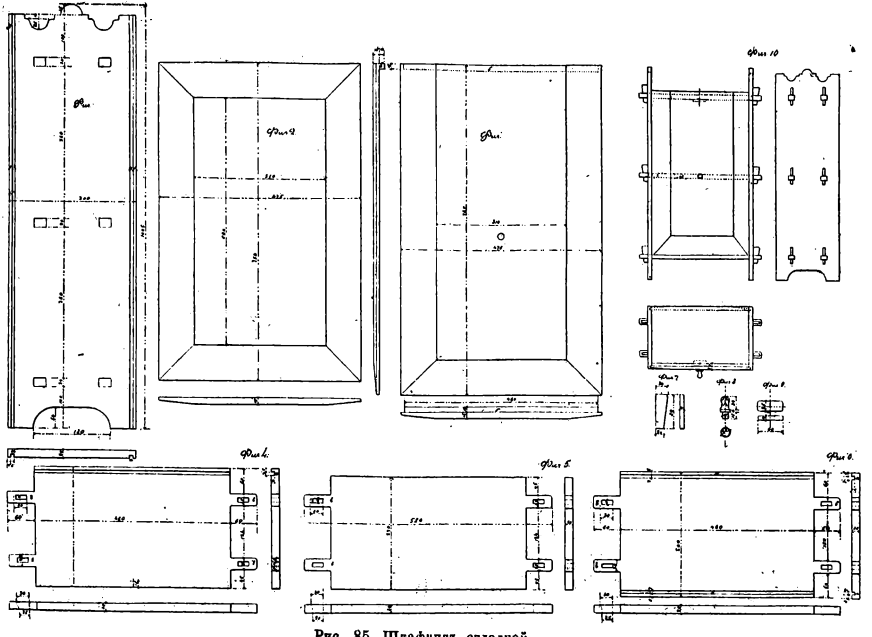

Рис. 85. Шкафчикъ складной.
1) Отъ доски въ 25 мм. толщиною отпилить 2 куска длиною по 1010 мм., обстрогать ихъ до 20 мм. толщины и 300 мм. ширины. Намѣтить фиг. 1 (рис. 85); выпилить поворотной пилой верхніе и нижніе края и отдѣлать ихъ напильникомъ; прострогать пазы *аа* для задней стѣнки и дверецъ и выдолбить дыры для полки, дна и крышки. 2) Отъ доски въ 19 мм. толщиною отпилить 2 куска по 760 мм. длиною, сфуговать, то-есть выстрогать у каждаго куска по одной кромкѣ такъ, чтобы, когда сложить вмѣстѣ оба куска этими кромками, они прилегали бы плотно, безъ просвѣта, другъ къ другу и склеить ихъ; по высыханіи клея обстрогать по размѣрамъ фиг. 2. Подобнымъ же способомъ сдѣлать дверцы фиг. 3, но наверху наклеить брусокъ *б* и фаски снять не на 4, а на 3 стороны. 3) Отъ доски въ 25 мм. длиною отпилить 3 куска по 581 мм. длиною, выстрогать ихъ до 20 мм. толщины и на нихъ намѣтить фиг. 4, 5 и 6. Прострогать пазы *аа*, выпилить шипы *вв* и выдолбить проушины для клиньевъ. 4) Отъ доски въ 32 мм. толщиною отпилить 12 кусковъ по 81 мм. длиною и по 12 мм. толщиною и 1 кусокъ въ 61 мм. длиною и 14 мм. толщиною; первые выстрогать по размѣрамъ фиг. 7, а послѣдній по фиг. 9, и всѣ отдѣлать напильникомъ; вырѣзать стамезкой и отдѣлать